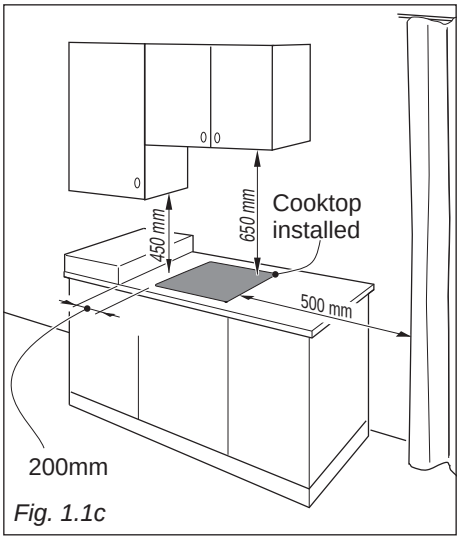

Fig. 1.1c
- There must be a distance of at least 650 mm between the hob and any wall cupboard or extractor hood positioned immediately above (see fig. 1.1c).